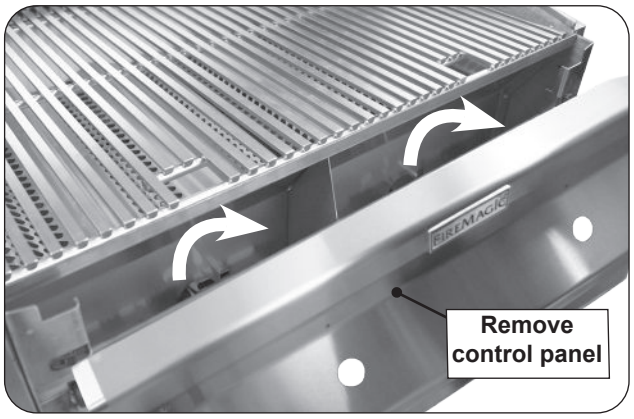

Fig. 29-4 Remove control panel
4. Carefully remove the control panel by lifting and pulling the control panel from the frame. Set control panel aside (see Fig. 29-4).